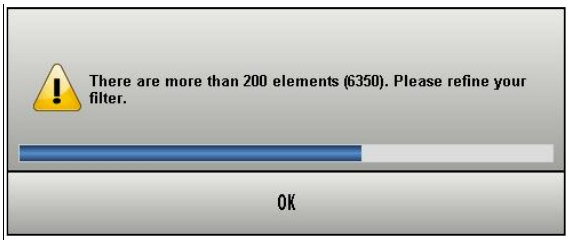

Fig 48
1) Timer window with single option (Fig 48).